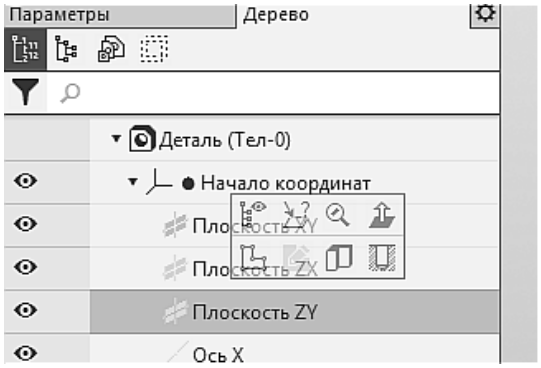

Рис. 1.15
3. В разделе Дерево (панель слева) нажмите на стрелочку около пиктограммы Начало координат и выберите из списка Плоскость ZY (рис. 1.15).